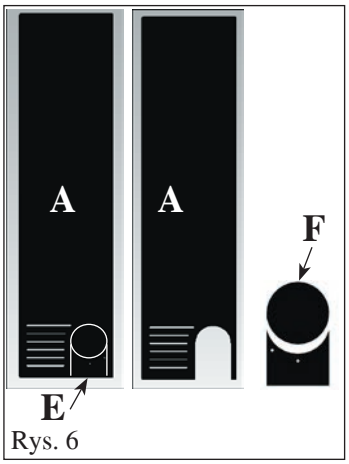

Rys. 6
Wyjąć naciętą okrągłą blaszkę (E – rys. 6) z uprzednio zdemontowanej metalowej ścianki bocznej (A), aby umożliwić wprowadzenie przewodu odprowadzania spalin (dostarczany przez instalatora).
Z blaszki E (rys. 6) oderwać część F (rys. 6).
W tej wersji piecyk jest dostarczany z już zamontowanymi blaszanymi płytami czołowymi (M-N – rys.6)